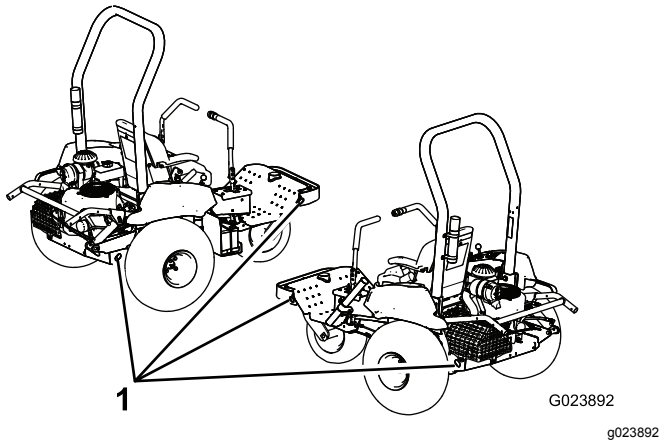

Figur 30
5. Bruk festepunktene på maskinen (Figur 30) for å feste maskinen sikkert til transportkjøretøyet med remmer, kjettinger, vaier eller tau.